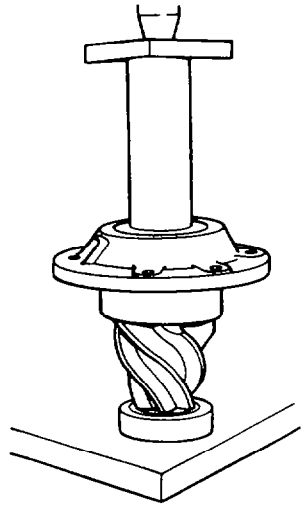

Fig. 355 — Installing Pinion Cage and Outer Bearing
d. Fit the pinion shaft into the cage then lubricate and press the outer pinion bearing cone (item 36) onto the shaft. Refer to fig. 355.